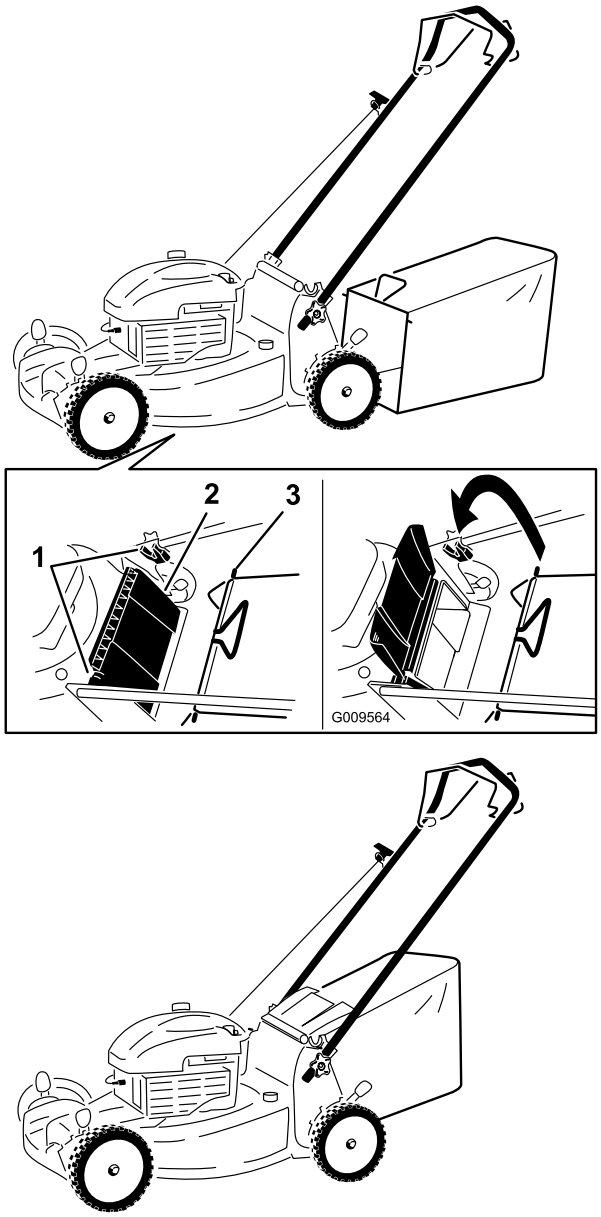

Bild 14
1. Heben Sie das hintere Ablenkblech an und halten Sie es hoch (Bild 14).
2. Setzen Sie den Grasfangkorb ein, stellen Sie sicher, dass die Stifte am Fangkorb in den Kerben am Griff sind (Bild 14).